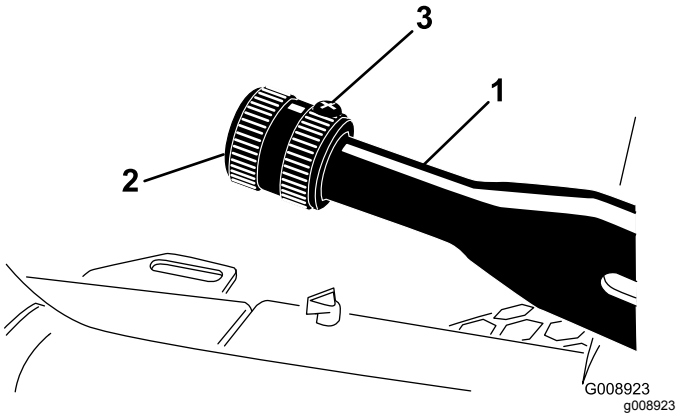

Figur 69
1. Løsne setteskruen som fester knotten til parkeringsbremsespaken (Figur 69).